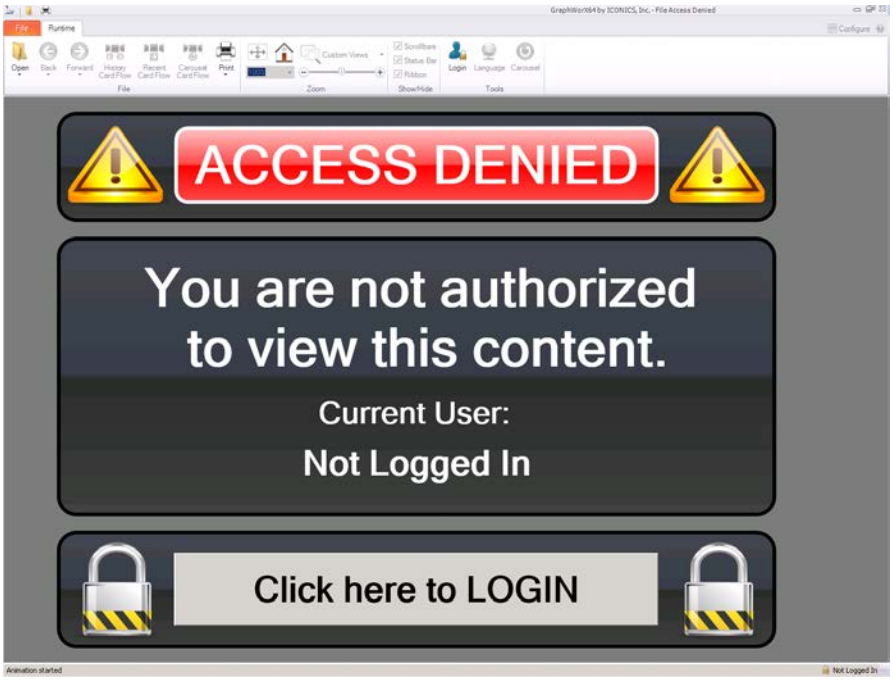

Figure L14.1 - Access Denied
22. While you are not logged in, return to GraphWorX64 and put the **icTonicsHome** display into **Runtime**. You should see an **Access Denied** screen as in Figure L14.1.